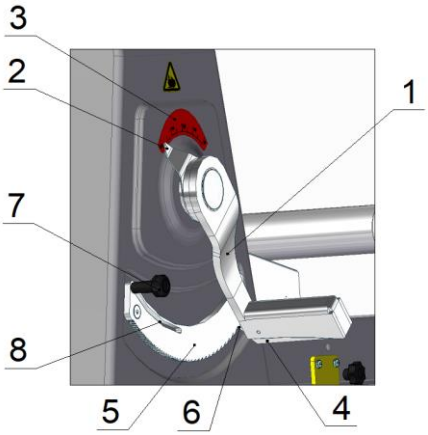

Рис.5 - Устройство регулировки толщины раскатки теста
Регулировать зазор между раскаточными скалками и тем самым толщину пласта ракатываемого теста можно при помощи рукоятки (1) (см. рис.5).